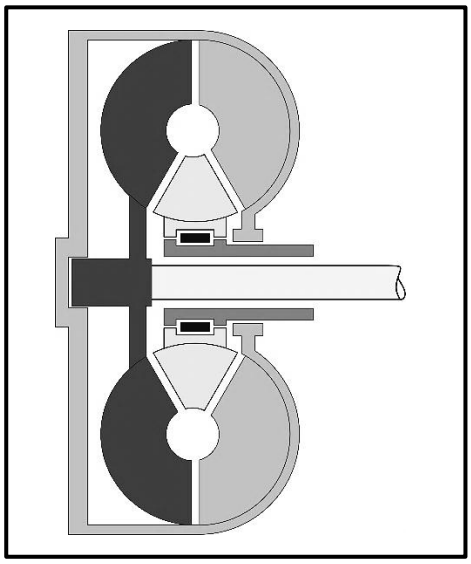

FIGUUR 9.2
9.2 FIGUUR 9.2 hieronder toon 'n koppelomsitter.